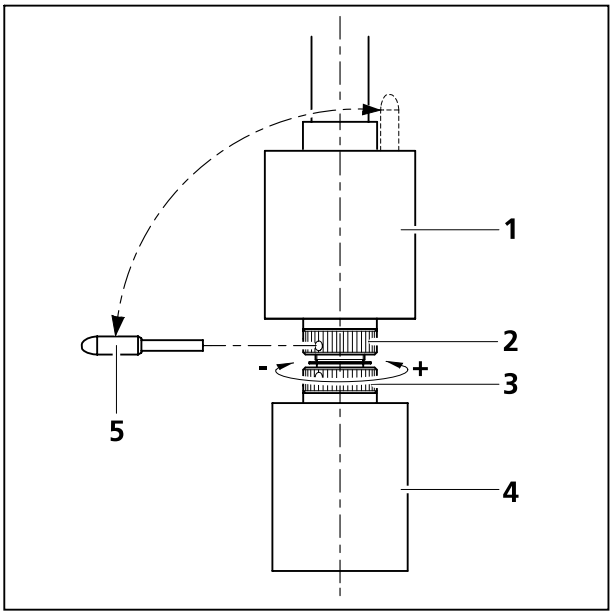

Bild 3-15 Friktionsmoment einstellen
Die Trieblänge des X- bzw. Y-Triebes kann durch axiales Verschieben des jeweiligen Triebknopfes (Bild 3-15/**4** bzw. **1**) innerhalb eines Bereiches von ca. 15 mm verändert werden.
- Triebknopf für X-Verstellung (Bild 3-15/**4**) ganz nach unten schieben.
- Mitgelieferten Justierstift (Bild 3-15/**5**) dem Triebknopf für die Y-Verstellung (Bild 3-15/**1**) entnehmen und in eine der Bohrungen der unteren Lochmutter (Bild 3-15/**3**) einstecken.
- Triebknopf für X-Verstellung (Bild 3-15/**4**) festhalten und Lochmutter mit Justierstift im Uhrzeigersinn (kleineres Friktionsmoment: **–**) oder gegen Uhrzeigersinn (größeres Friktionsmoment: **+**) verstellen, bis gewünschte Gängigkeit erreicht ist (siehe Bild 3-15).
- Triebknopf für Y-Verstellung (Bild 3-15/**1**) ganz nach oben schieben.
- Mitgelieferten Justierstift (Bild 3-15/**5**) in Bohrung der oberen Lochmutter (Bild 3-15/**2**) einstecken.
- Triebknopf für Y-Verstellung (Bild 3-15/**1**) festhalten und Lochmutter mit Justierstift im Uhrzeigersinn (kleineres Friktionsmoment: **–**) oder gegen Uhrzeigersinn (größeres Friktionsmoment: **+**) verstellen, bis gewünschte Gängigkeit erreicht ist.
- Justierstift wieder in Triebknopf für die Y-Verstellung (Bild 3-15/**1**) einstecken.